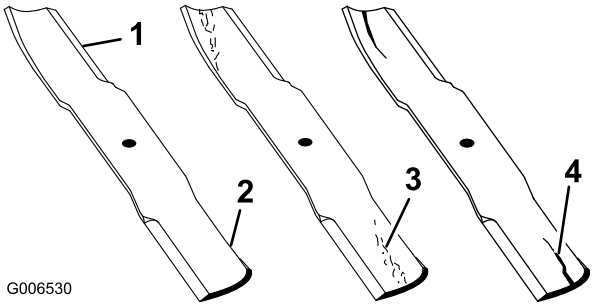

Figuur 52
1. Controleer de snijranden (Figuur 52).
2. Controleer de messen, met name het gebogen deel (Figuur 52).
Opmerking: Als u beschadiging, slijtage of groefvorming in dit deel constateert (3 en 4 in Figuur 52), moet u het mes direct vervangen.